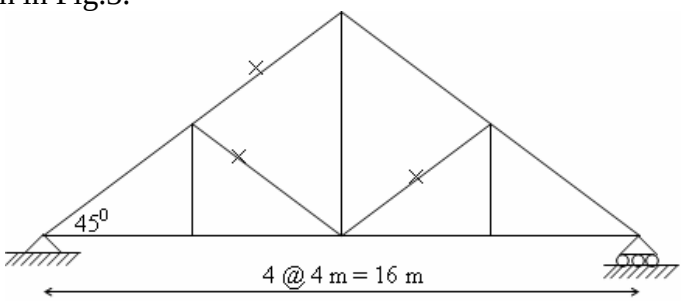

Fig.3
3. Draw influence diagrams for the forces in the marked members (×) of the plane truss shown in Fig.3. [16]